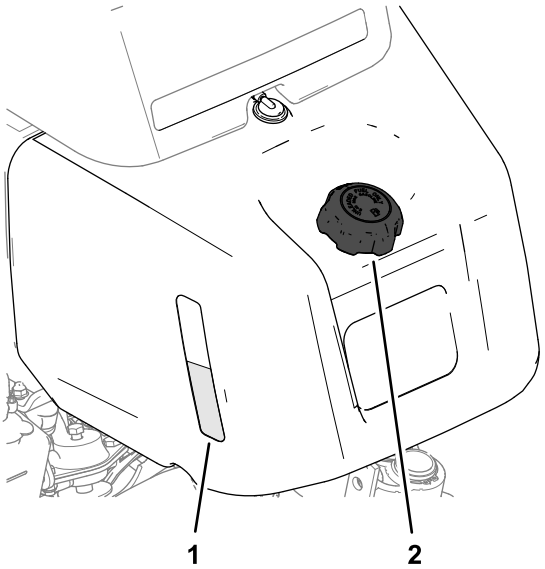
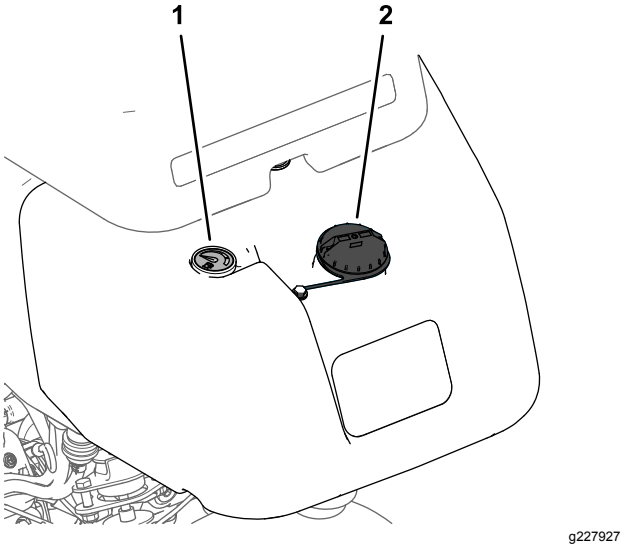

Figur 21
Figur 22
1. Gör rent runt tanklocket och ta bort det (Figur 21 eller Figur 22).